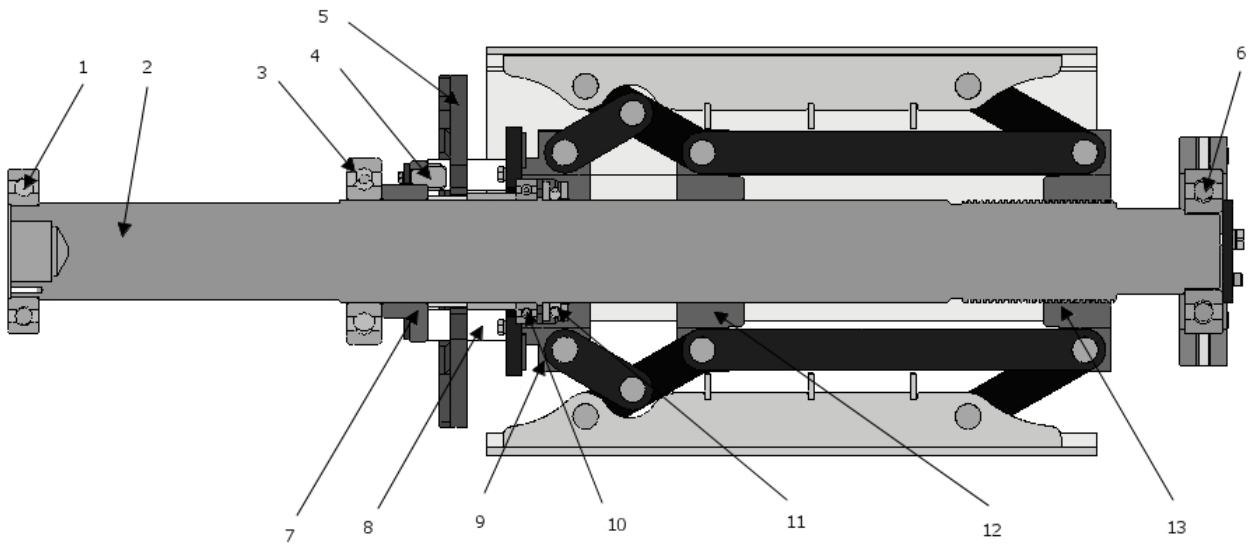

Рисунок 3. Шпиндель
В нормальном положении, предназначенном для размотки рулонов, посредством мотор-редуктора вращается вал шпинделя. При этом пальцы (поз. 4, рис. 3) находятся в зацеплении с диском блокировки (поз.5 рис. 3) и кольцом (поз.7, рис. 3), которое в свою очередь соединено с валом шпоночным соединением. Происходит вращение шпинделя. Для выполнения установки и снятия рулона с его разжимом и освобождением применяется следующая схема: пальцы цилиндров блокировки (поз.6 рис. 1) войдя в зацепление с диском блокировки (поз.9 рис.1 и поз.5 рис. 3) расцепляют пальцы (поз. 4, рис. 3) крестовые опоры (поз.9 и 12, рис. 3) а так же гайка (поз. 13, рис. 3) имеют свободное вращение относительно вала шпинделя (поз. 2 рис. 3) и заблокированы относительно корпуса шпинделя (поз. 1, рис 1) пальцами цилиндров блокировки. Вращая вал шпинделя гайка (поз. 13, рис. 3) связанная тягами с подвижной опорой (поз. 12, рис. 3) изменяет свое положение относительно неподвижной опоры (поз. 9 рис. 3) в следствии чего происходит разжим и освобождение рулона. Для приведения устройства в положения для размотки, пальцы цилиндров блокировки занимают первоначальное положение. Диск блокировки, под действием возвратных пружин совершает обратное перемещение.
1.5.1.Смазку резьбы вала шпинделя и ходовой гайки (поз. 2 и 13, рис. 3) необходимо осуществлять не реже 1 раза в месяц. Смазка ЛИТОЛ 24 в количестве 2 см^3 . Смазка наносится ручной закладкой и шприцеванием в тавотницу расположенную на ходовой гайке.
1.5.2. Смазка подшипников (поз. 1 и 3, рис. 3) – ручной закладкой, через окна в корпусе шпинделя. Периодичность - по мере выработки.
1.5.3. Смазка подшипников (поз. 10 и 11, рис. 3) шприцеванием через тавотницу в неподвижной опоре (поз. 9, рис. 3). Периодичность обслуживания – 1 раз в месяц.
1.5.4. Смазка подвижной опоры (поз. 12 рис. 3) осуществляется по мере расхода, шприцеванием через тавотницу.